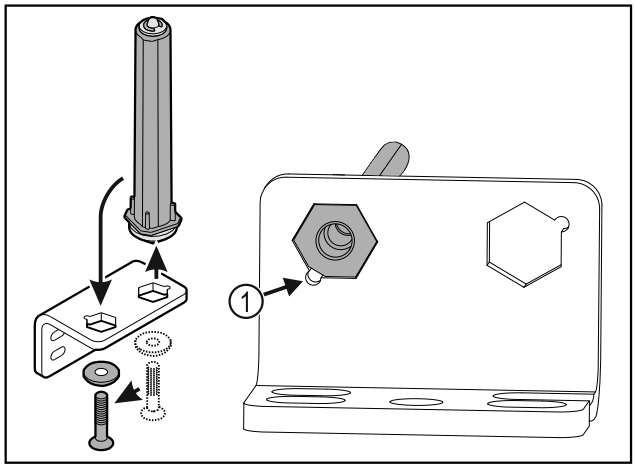

Fig. 22
▶ Observar que, al colocar, el bisel del perno *Fig. 22 (1)* apunte hacia el agujero redondo.